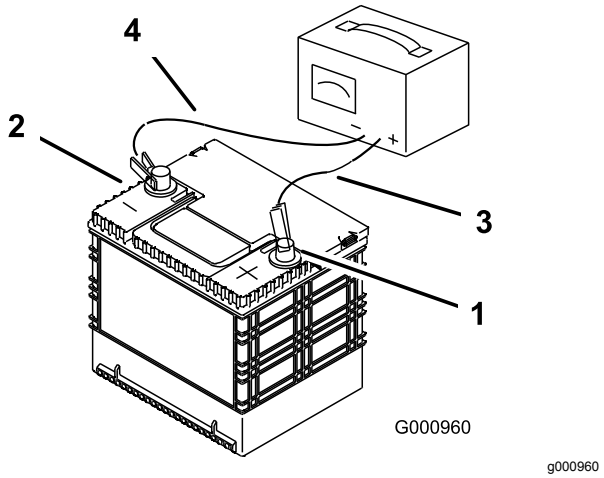

**Figuur 65**
2. Zodra de accu volledig is opgeladen, haalt u de acculader uit het stopcontact en maakt u vervolgens de oplaadkabels los van de accuklemmen (Figuur 65).